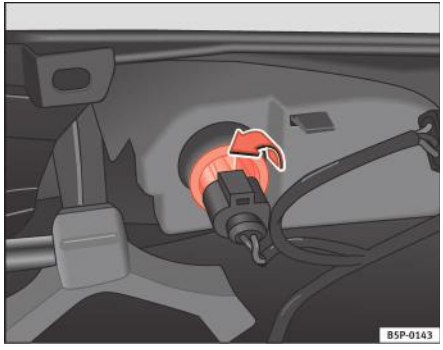

Fig. 194 Lampa de pe partea interioară a barei de protecție
– Rotiți soclul becului spre stânga şi scoateți-l în sensul indicat de săgeată ⇒ fig. 194.